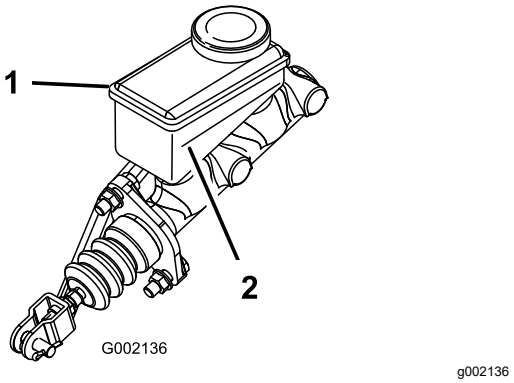

Figur 54
3. Kig på omridset af væskestanden på siden af beholderen (Figur 54).
B. Fyld DOT 3-bremsevæske i beholderen, indtil væskestanden er over minimumslinjen (Figur 54).